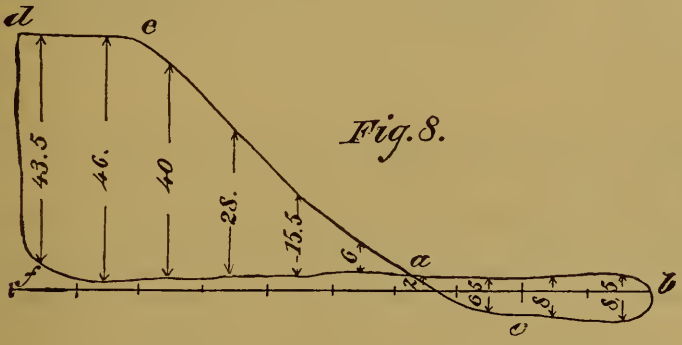

Fig. 8.
c. Positive and negative pressure.—Fig. 8.